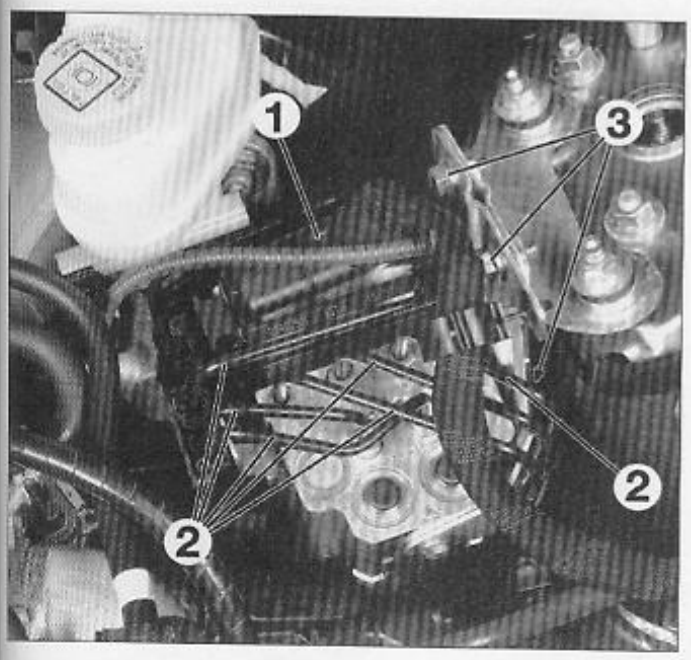

FIG. 20
• Débrancher le connecteur (1) du calculateur d'ABS (Fig.20).
• Repérer les canalisations (2) sur le bloc hydraulique puis les débrancher.
• Déposer les écrous de fixation (3) du support.